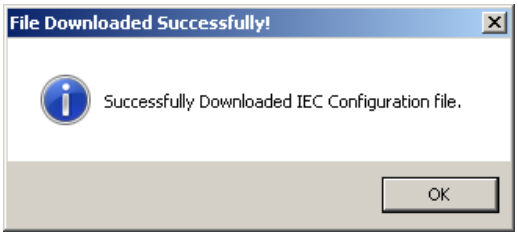

Figure 2-57 IEC Configuration File Downloaded Successfully Confirmation Screen
5. When the file has been successfully downloaded from the control, TapTalk will display the File Downloaded Successfully confirmation screen (Figure 2-57).